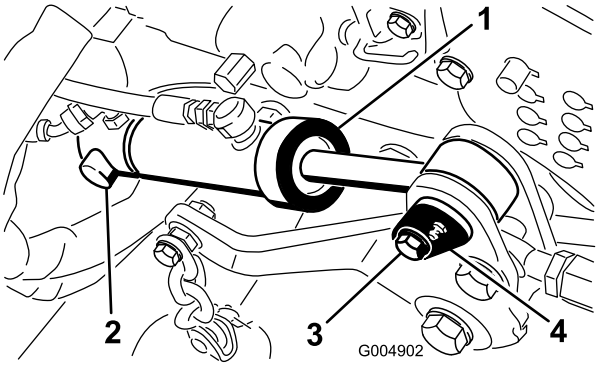

**Rysunek 36**
9. Zdemontuj pierścień sprężysty mocujący tylną stronę siłowników podnoszenia jednostki tnącej do sworznia obrotowego (Rysunek 36).
10. Wykręć śrubę mocującą sworzeń obrotowy przy przedniej stronie siłownika do ramy kosiarki (Rysunek 36).